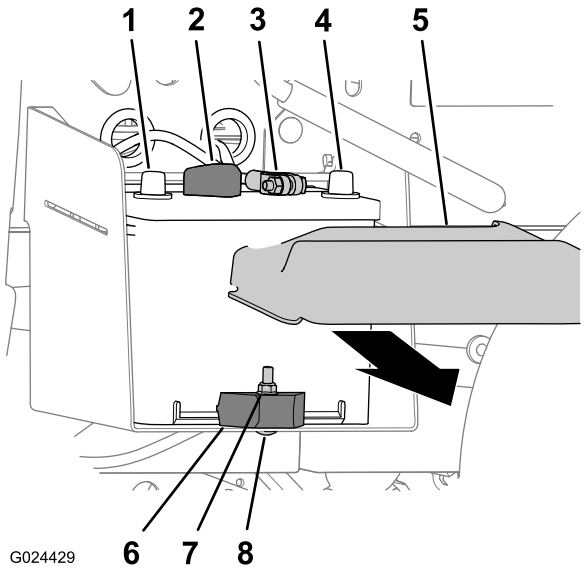

Figur 56
1. Klem siderne af batteridækslet sammen, og afmonter dækslet fra toppen af batteriet (Figur 56).
2. Frakobl det negative (sorte) batterikabel fra batteriets pol (Figur 56).
3. Frakobling af det positive (røde) kabel fra batteriets pol (Figur 56).
2. Afmonter låsemøtrikken, bræddebolten og batteriklemmen, der fastgør batteriet til batteribakken (Figur 56).
3. Tag batteriet ud af batteribakken (Figur 56).
1. Ret batterierne ind efter maskinens batteribakke (Figur 56).
Bemærk: Sørg for, at batteriets positive og negative poler er justeret som vist i Figur 56.
2. Fastgør batteriet til batteribakken med batteriklemmen, bræddebolten og låsemøtrikken (Figur 56).
1. Tilslut det positive (røde) batterikabel til batteriets pol (Figur 56).
2. Slut det negative (sorte) batterikabel til batteriets pol (Figur 56).
3. Monter batteridækslet på toppen af batteriet (Figur 56).